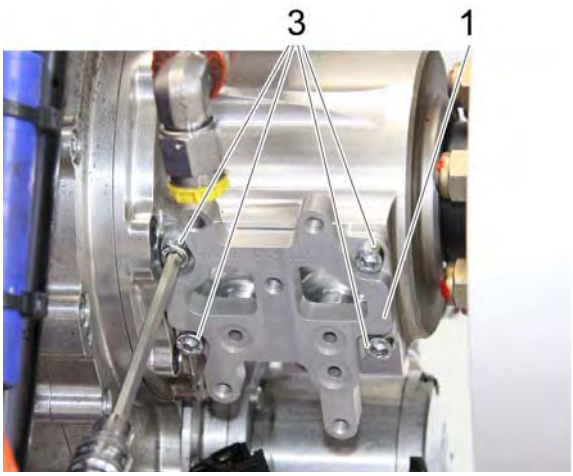

Bild 11
3. Die vier Schrauben (item 3) mit Loctite 243 versehen.
4. Die Adapterplatte (item 1) mit der Seite, die im vorhergehenden Arbeitsschritt mit den drei O-Ringen (item 4) versehen worden ist, mit Hilfe der vier Schrauben (item 3) an das Getriebe montieren. Siehe Bild 11.